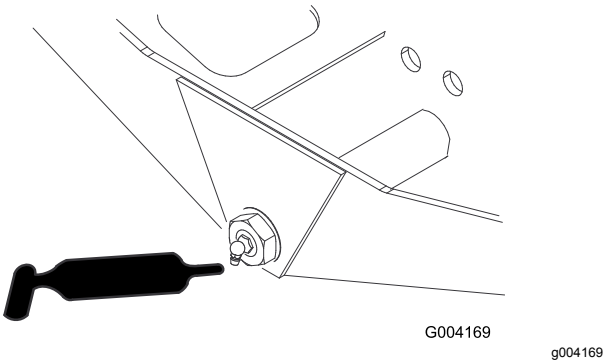

Figuur 80
- Draaipunt van asbesturing (1) (Figuur 80)